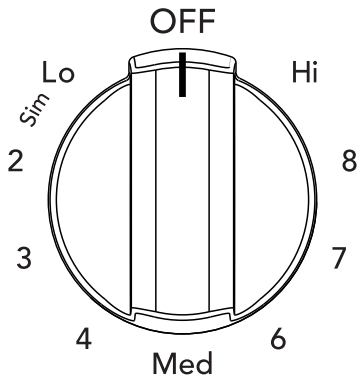

Figure 6: Single element knob
2. Push in and turn the surface control knob in either direction (Figure 6) to the desired setting (refer to the "Suggested radiant surface element settings" in Table 1).
Start most cooking operations on a higher setting and then turn to a lower setting to finish cooking. The surface control knobs do not have to be set exactly on a particular spot. Use the graphics provided as a guide and adjust the control knob as needed (see Figure 6).